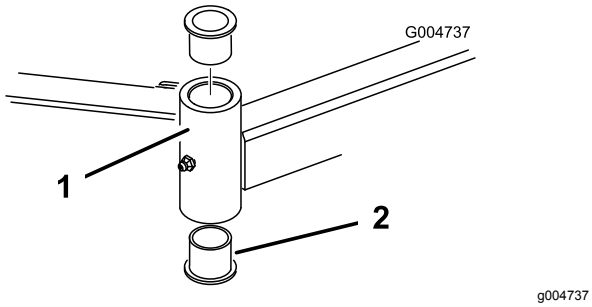

**Figuur 104**
4. Sla een drevel in de boven- of onderkant van de bevestigingsbuis en tik de lagerbus uit de buis (Figuur 104).